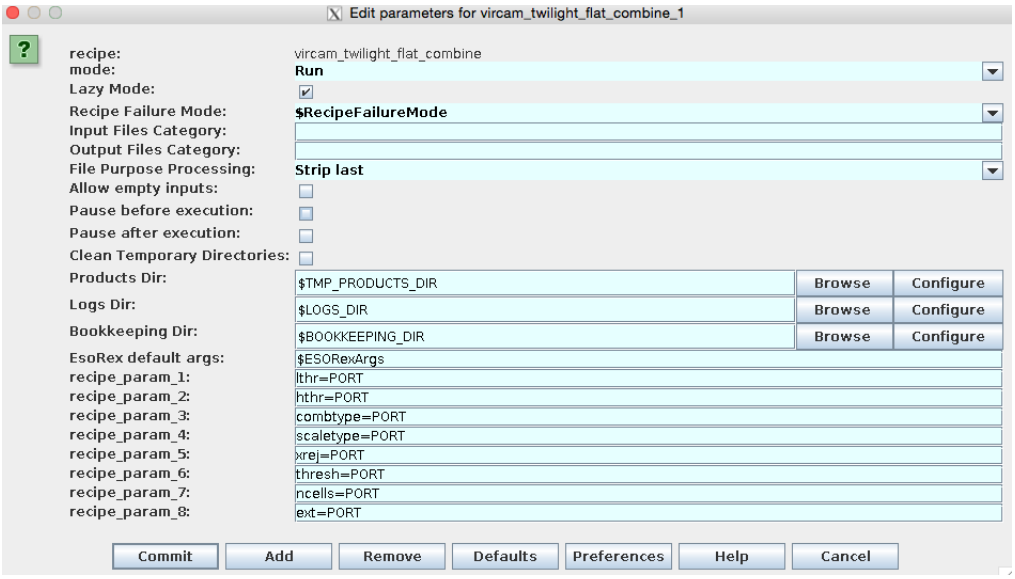

Figure 8.2: Example window for modifying master flat frame parameters.
4. A user may double-click on the actor that runs a recipe; these actors share the name of the recipe they execute and appear to have a cylinder with a thick circular arrow on them. A window will appear that enables a user to change that actor's behaviour, including parameter values (see Figure 8.2). This method of changing recipe parameters is *not* recommended. Instead, most recipe parameters have a value set to `PORT`; this tells the actor to use specially crafted values from an input port. If a non-`PORT` value is specified, the actor will ignore any changes to parameters made using the three methods listed above. However, there are two recipe parameters that can only be changed using this method: `prettynames` and `preview_only`. They are both set to `false`; `true` values have no use in a workflow environment.